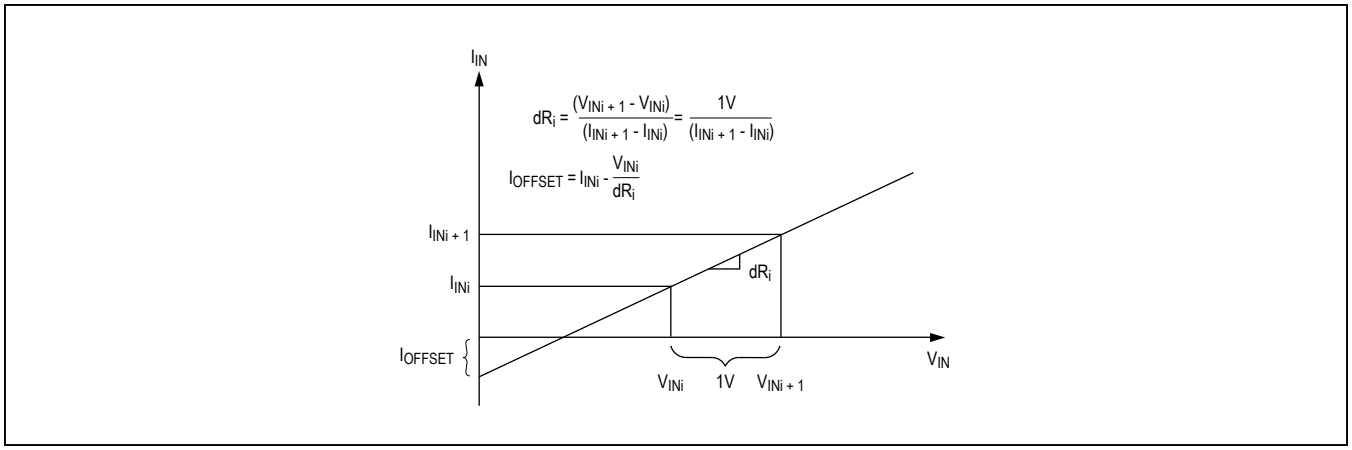

*Figure 1. Effective Differential Input Resistance/Offset Current*
**Note 4:** The input offset current is illustrated in Figure 1.
**Note 5:** Effective differential input resistance is defined as the differential resistance between $V_{DD}$ and $V_{SS}$. See Figure 1.